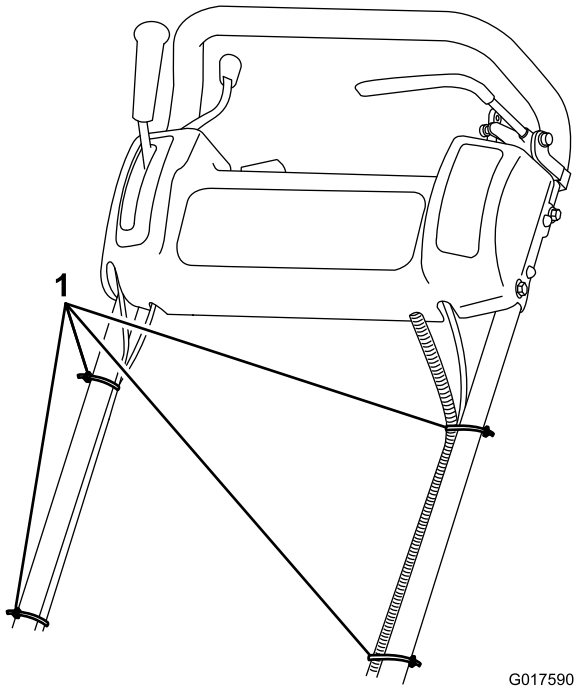

Figuur 4
8. Monteer de kabels en de kabelboom aan de handgreep met de kabelklemmen (Figuur 4).